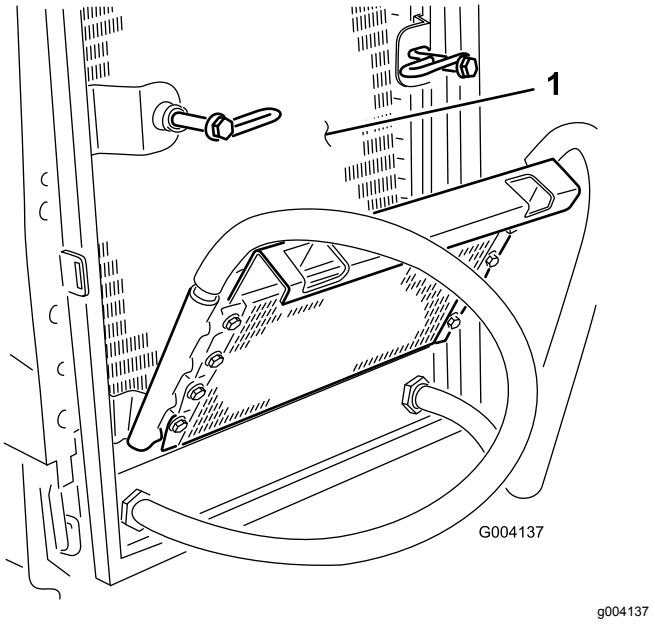

Figur 50
6. Rengjør begge sidene av oljekjøleren og radiatoren (Figur 50) grundig med trykkluft.